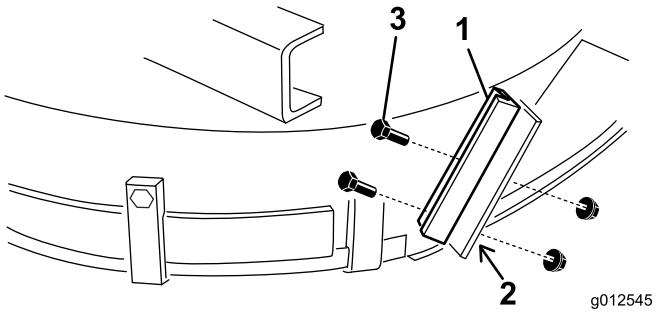

Figur 17
1. Använd det nya gräsriktarstoppet som mall och placera det över det ursprungliga platta gräsriktarstoppet (Figur 17). Kontrollera att det nya gräsriktarstoppet ligger an mot botten och sidan av däcket, och att det är parallellt med gräsriktarstödets ytterkant.
3. Montera det nya gräsriktarstödet på det gamla gräsriktarstoppet med två bultar (1/4-20 x 3/4 tum) och låsmuttrar (1/4-20 tum) enligt Figur 17.